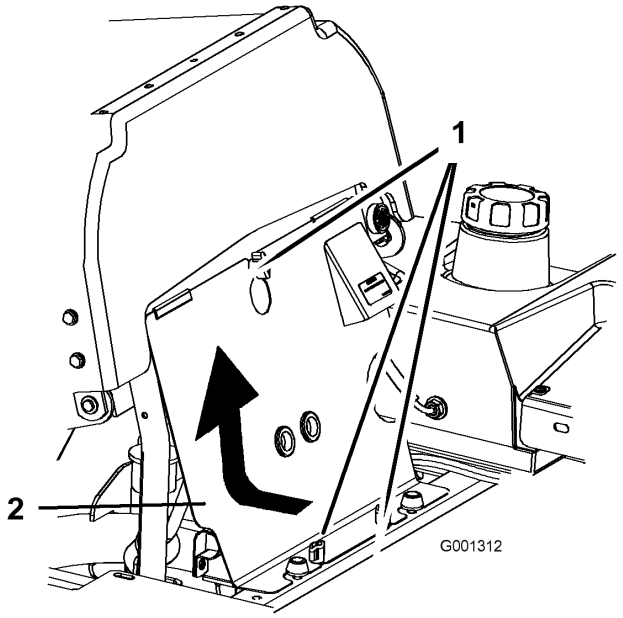

Figure 56
3. Desserrez les boutons du panneau du moteur et déposez le panneau (Figure 56).